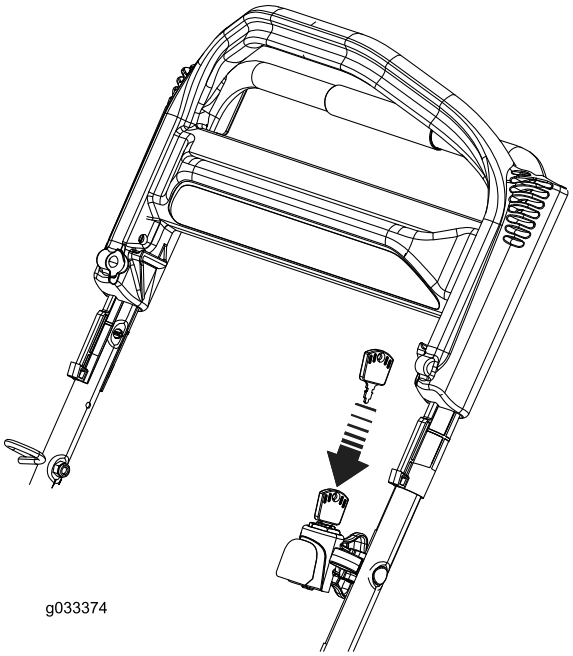
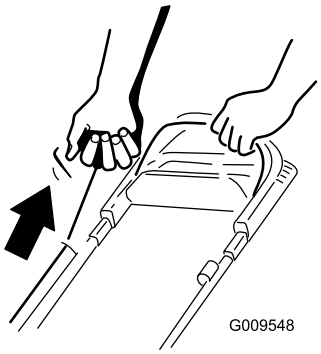

Figur 18
Figur 19
2. Sätt nyckeln i tändningslåset och vrid den (endast modeller med elstart, se Figur 18) eller dra i startsnöret (Figur 19).
Obs: Dra lätt i starthandtaget tills du känner motstånd och dra sedan kraftigt (Figur 19). Låt snöret sakta gå tillbaka till handtaget.